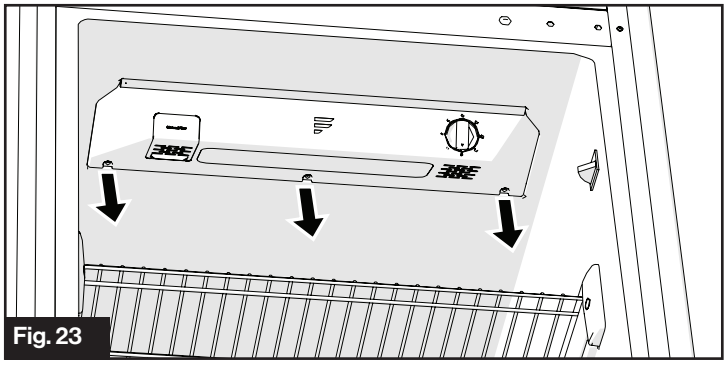

Fig. 23
1. Dévissez les trois vis (Fig. 23)